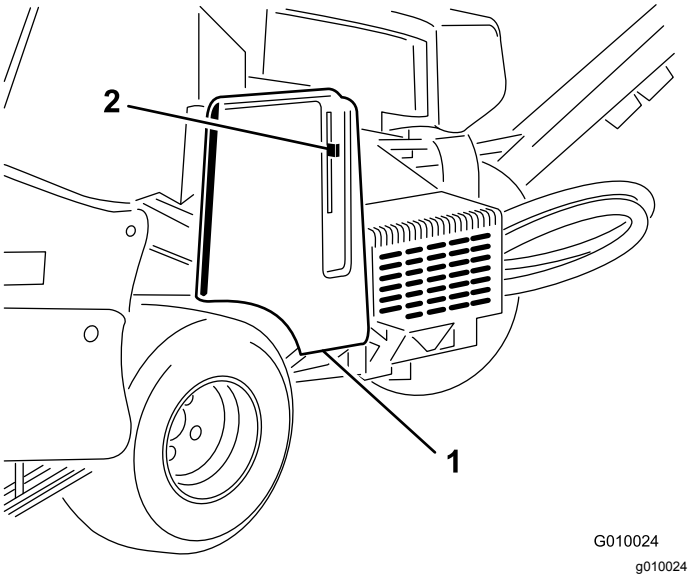
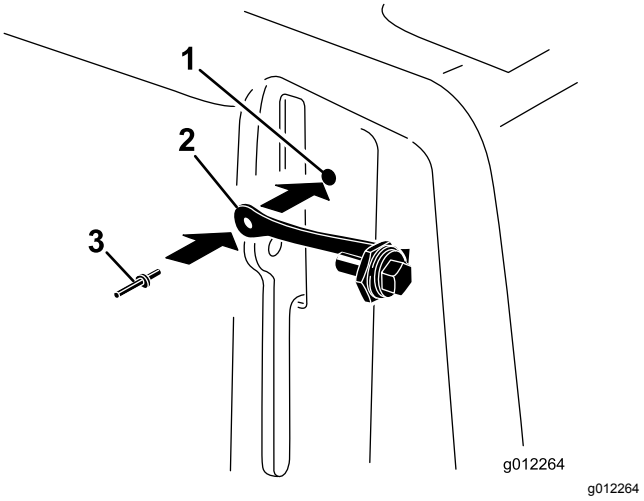

Figuur 8
Figuur 9
1. De riemkap is voorzien van een opening naast de handgreep van de vergrendeling (Figuur 8 en Figuur 9).
2. Gebruik de opening in de riemkap en monteer de greepconstructie met een popnagel (Figuur 9).